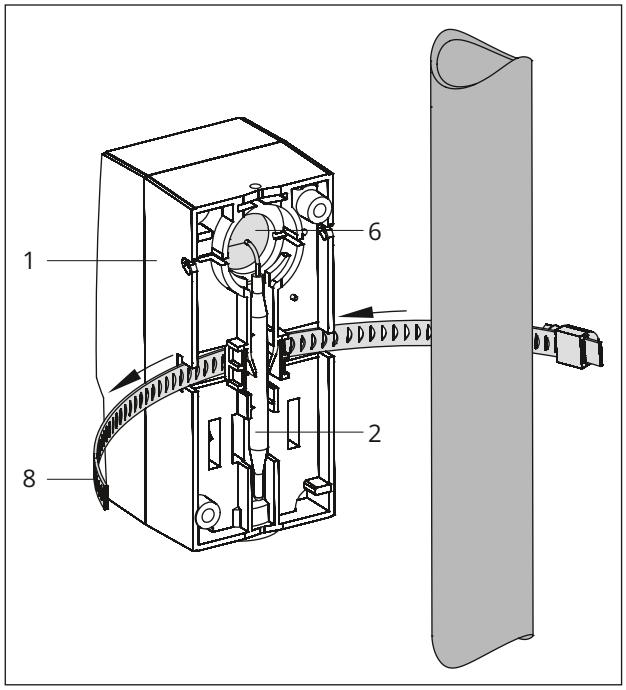

Fig. 9: *Mounting a contact thermostat*
1. Insert seal (6) as shown in Fig. 9.
2. Thread the strap (8) behind the sensor holder at the back of the housing (1).